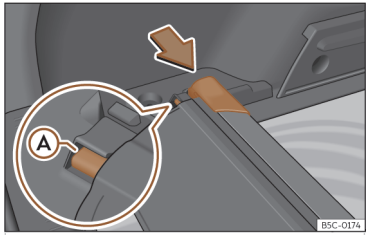

Abb. 178 Im Gepäckraum: Aufnahme zum Verstauen der aufrollbaren Abdeckung.
- Drücken Sie den Kopfteil der aufrollbaren Abdeckung in Pfeilrichtung, bis diese in der vorgesehenen Aufnahme einrastet ››› **(Abb. 178)**. Stellen Sie sicher, dass das Gleitstück Ⓐ in der entsprechenden Aufnahme einrastet.